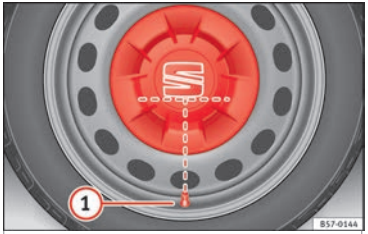

Fig. 69 Correct position of the central wheel trim for steel wheels.
- Fit the central wheel trim onto the wheel. The lower part of the SEAT emblem letter “S” should be in line with the inflation valve ››› Fig. 69 (1).